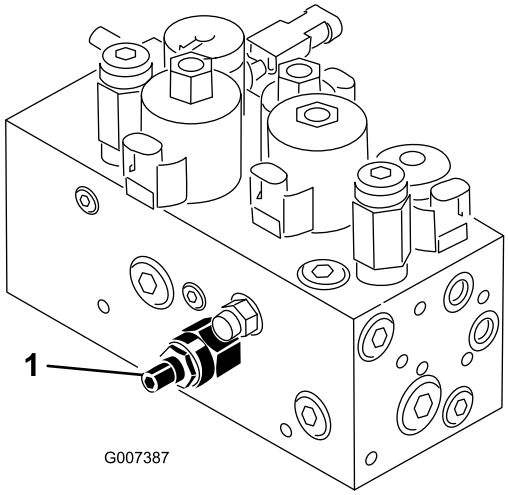

Figur 48
Klippeenhedsløftets/-sænkningens kredsløb er udstyret med en strømreguleringsventil (Figur 48). Denne ventil er fabriksindstillet, men det kan være nødvendigt at justere den for at kompensere for forskelle i hydraulikolietemperaturerne, græsklipningshastigheder, tilbehør mv. Hvis det er nødvendigt at foretage justering, gøres det som følger:
1. Hæv sædet, og find strømreguleringsventilen til den midterste trækramme (Figur 48), som er placeret på siden af hydraulikmanifolden.